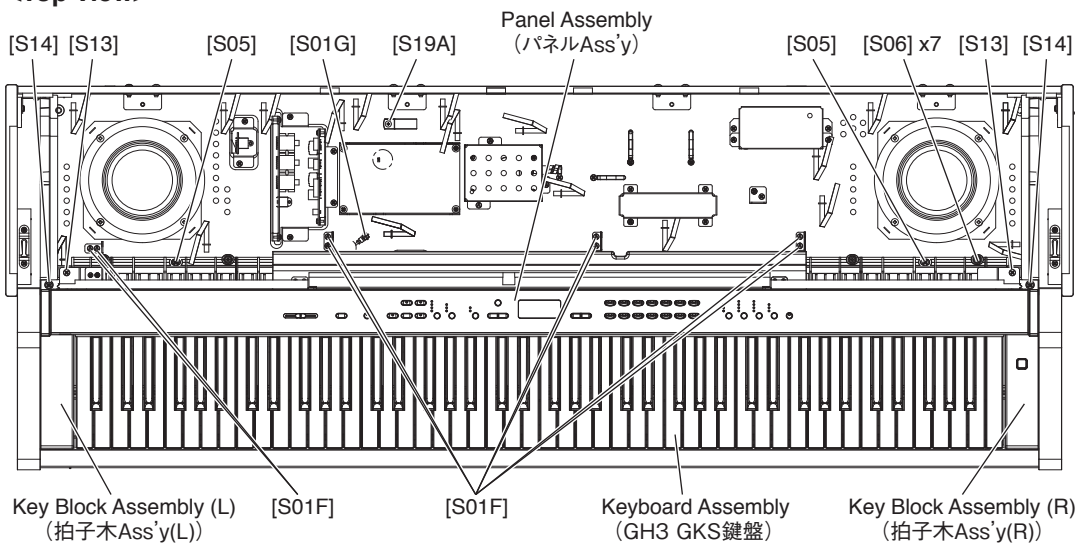

Fig.8（図 8）
9-3 Remove the eight (8) screws marked [S01F], the screw marked [S01G], the two (2) screws marked [S13] and the screw marked [S19A]. The panel assembly can then be removed. (Fig.8)
* ***The screw marked [S01G] fixes the GND terminal. (Fig.8)***
* ***The screw marked [S19A] fixes the ferrite core. (Fig.8)***
9-3 [S01F] のネジ 8 本、[S01G] のネジ 1 本、[S13] のネジ 2 本と [S19A] のネジ 1 本を外して、パネル Ass'y を外します。(図 8)
※ **[S01G] のネジは、GND 端子を固定しています。(図 8)**
※ **[S19A] のネジは、フェライトコアを固定しています。(図 8)**
10-4 Remove the screw marked [S14]. The key block assembly L can then be removed. (Fig.8)
10-4 [S14] のネジ 1 本を外して、拍子木 Ass'y（L）を外します。(図 8)
11-5 Remove the two (2) screws marked [S05] and the seven (7) screws marked [S06]. The keyboard assembly can then be removed. (Fig.8)
11-5 [S05] のネジ 2 本と [S06] のネジ 7 本を外して、GH3 GKS 鍵盤を外します。(図 8)